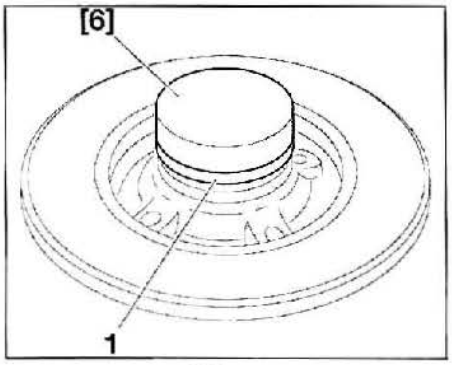

FIG. 33
• Posicionar la corona radial de antibloqueo de rueda (1) en el cubo/disco de freno trasero **(fig. 33).**
• Colocar el útil [6] (tapón ref. 0814).
• Montar la corona radial de antibloqueo de rueda (1) hasta el tope con un martillo.